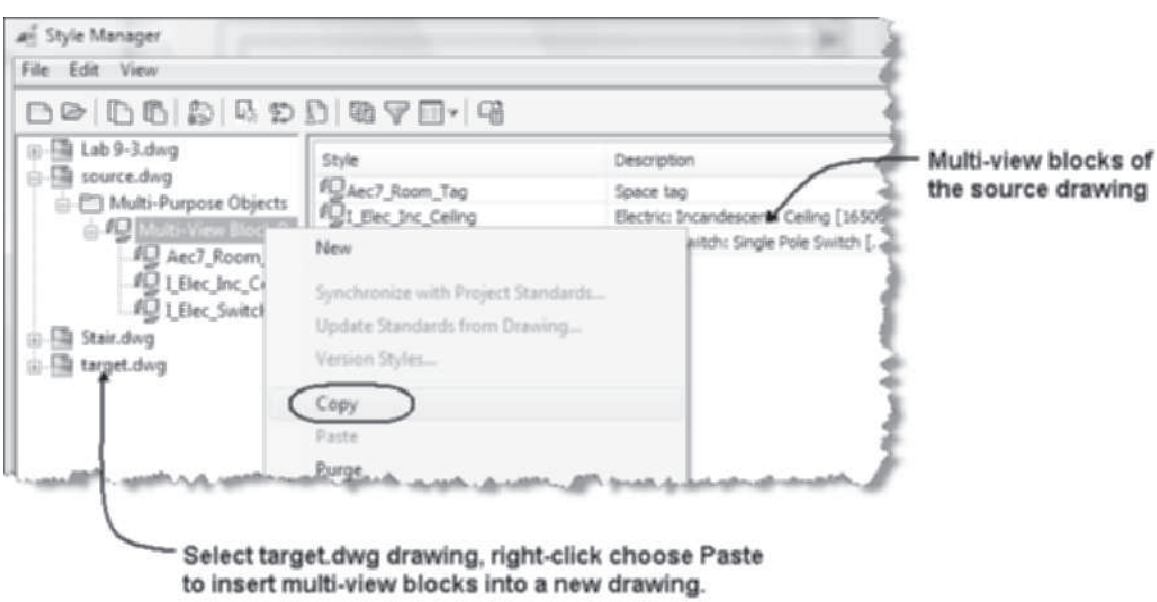

FIGURE 10.16 *Copying the multi-view block definitions of a drawing in the Style Manager*
4. Select the **Multi-View Block Definitions** category, select multi-view blocks for export, right-click, and choose **Copy** as shown in Figure 10.16.